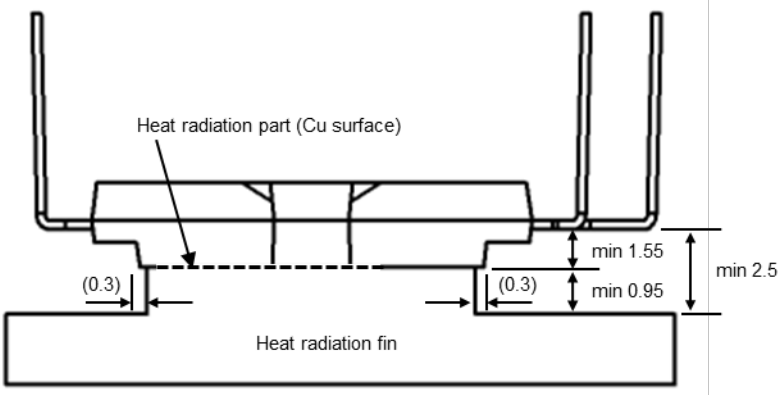

Fig.2-1-2 In the case of using convex fin (unit: mm)
(1) Vcc — The maximum voltage can be biased between P-N. A voltage suppressing circuit such as a brake circuit is necessary if P-N voltage exceeds this value.
(2) Vcc(surge) — The maximum rating of P-N surge voltage in switching state. If P-N voltage exceeds this voltage, addition of a snubber circuit or cutting down parasitic wiring inductance is necessary to absorb the surge under this voltage.
(3) V_{CES} — The maximum sustained collector-emitter voltage of built-in IGBT and FWDi.
(5) Tj — The maximum junction temperature rating is 150°C. But for safe operation, operating temperature range should be determined considering life time of power cycle and so on.
(6) Vcc(prot) The maximum supply voltage for turning off IGBT safely in the case of an SC or OC fault. The power chip might be damaged if supply voltage exceeds this specification.
(7) Isolation voltage Isolation voltage is the voltage between all shorted pins and copper surface of DIPIPM. The maximum rating of isolation voltage of SLIMDIP is 2000Vrms. But if such as convex shape heat radiation fin will be used for enlarging clearance between outer terminals and heat radiation fin (2.5mm or more is recommended), it is able to correspond isolation voltage 2500Vrms. See Fig.2-1-2.